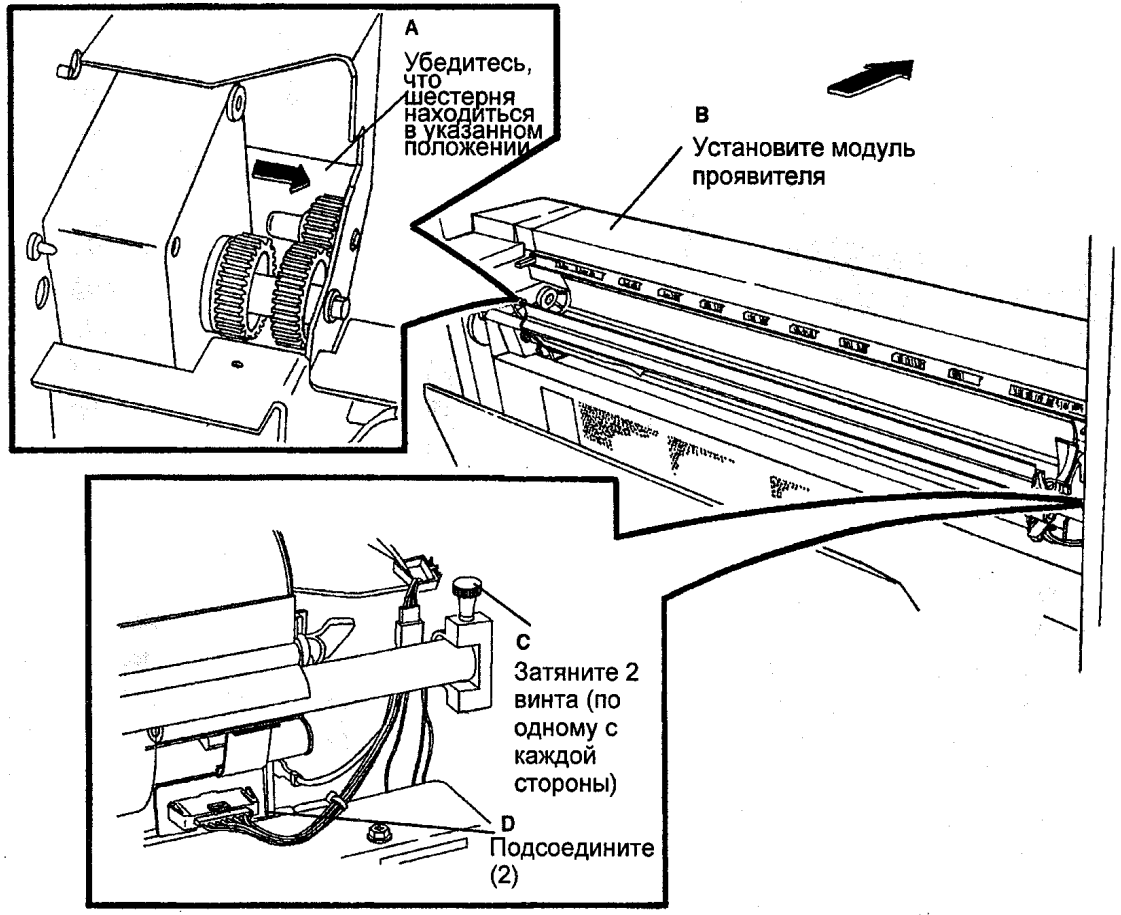

Рис. 6 Установка модуля проявителя
6. (РИС. 6): ЗАКЛЕЙТЕ ЛЕНТОЙ ТОНЕР-КАРТРИДЖ И СНИМИТЕ ЕГО.